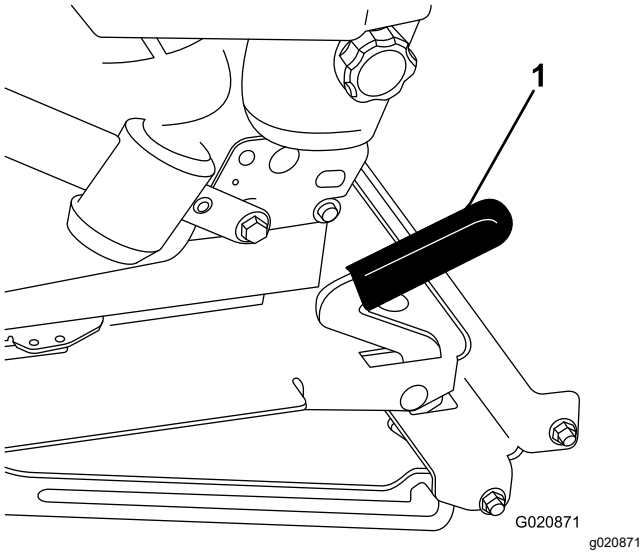

Figur 16
2. Træk sædelåsen frem, og løft op for at frigøre sædet (Figur 16).